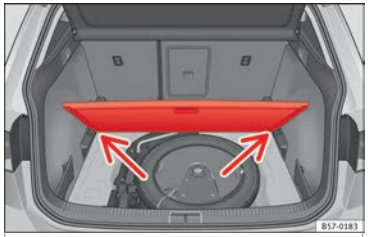

Fig. 170 Luggage compartment variable floor: sloped position.
- Rest the floor on its housings ››› Fig. 170 (arrows).